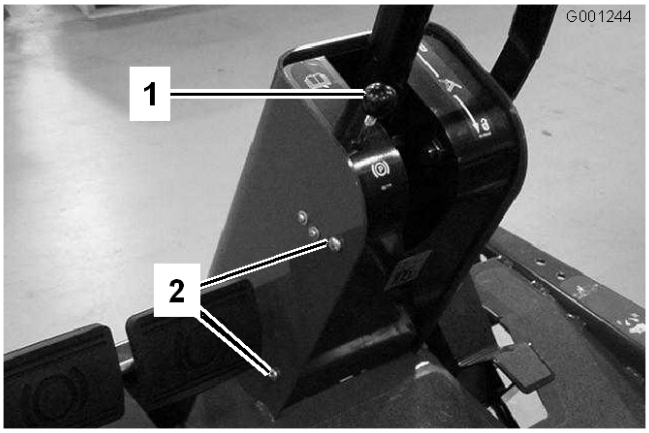

Figur 67
1. Ta bort knoppen från parkeringsbromsen och skruvarna från styrkolonnens kåpa (Figur 67).